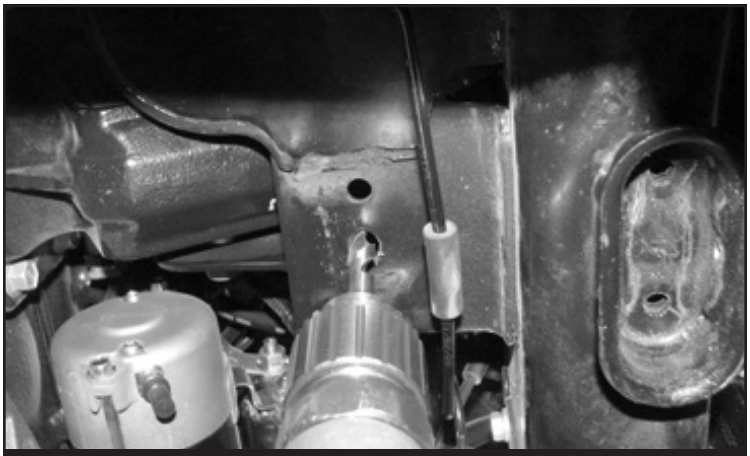

FIGURE 18 - STEP 27
27. Using a 1/2” drill bit, drill out the hole in the factory crossmember inline with the factory bump stop mount. **SEE FIGURE 18**